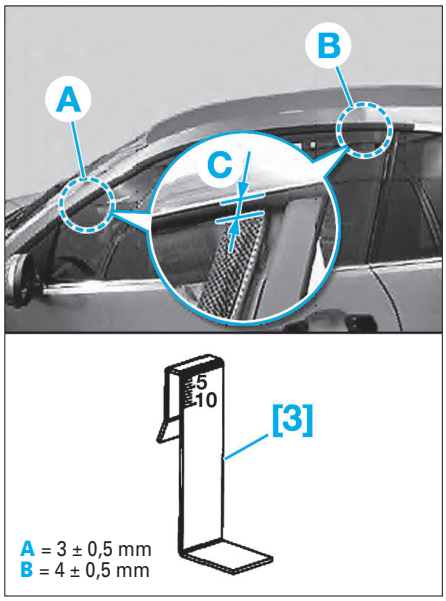

Fig. 120
- [3]. Réglette coudée de réglage réf. BMW 513080 **(Fig.120)**.
• Insérer l'outil [3] sur la vitre de porte aux endroits indiqués en (A) et (B) **(Fig.120)**.